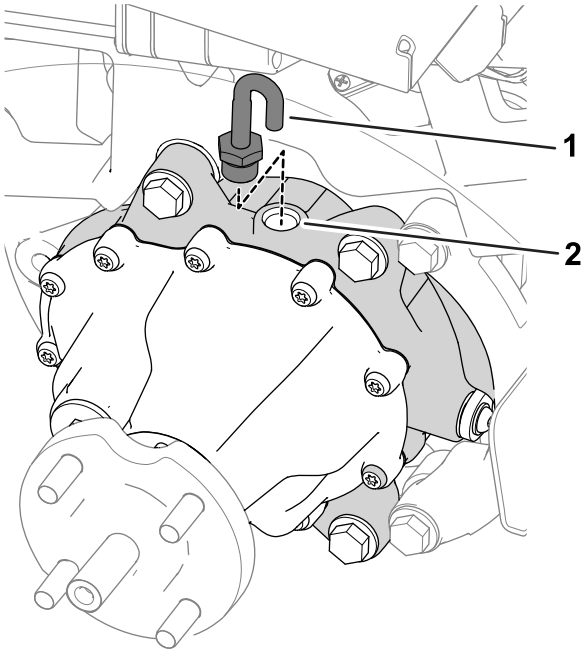

Figura 9
1. Retire o tubo de ventilação e união da parte de cima da caixa de velocidades (Figura 9).
3. Instale o tubo de ventilação e união na porta de enchimento (Figura 9).